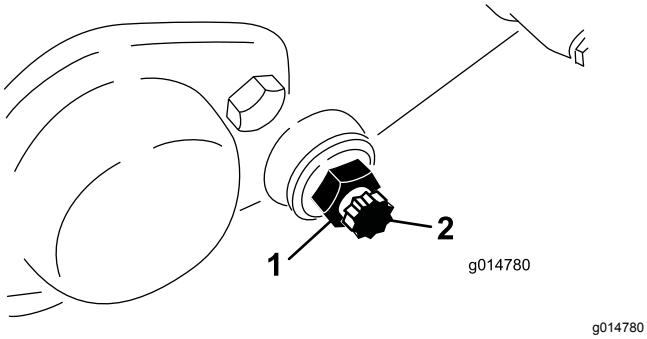

Rysunek 62
3. Po każdej stronie urządzenia poluzuj przeciwnakrętkę mocującą śrubę noża dolnego (Rysunek 62).
4. Zdemontuj każdą śrubę noża dolnego, umożliwiając tym samym usunięcie i demontaż noża dolnego z urządzenia. Pozostaw 2 nylonowe i 2 tłoczone stalowe podkładki na każdym końcu noża dolnego (Rysunek 62).